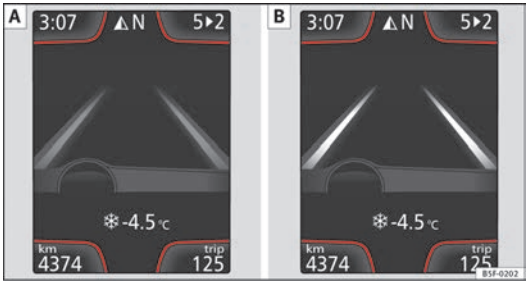

Fig. 101 On the instrument panel display: Indication on the Lane Assist system display (example 1)
- The system is active, but not available, either because the minimum speed has not been reached or because the lane lines are not recognised ⇒ Fig. 101 A.
- The system is active and available, both lane lines are recognised. The steering angle is not being corrected at this moment ⇒ Fig. 101 B.